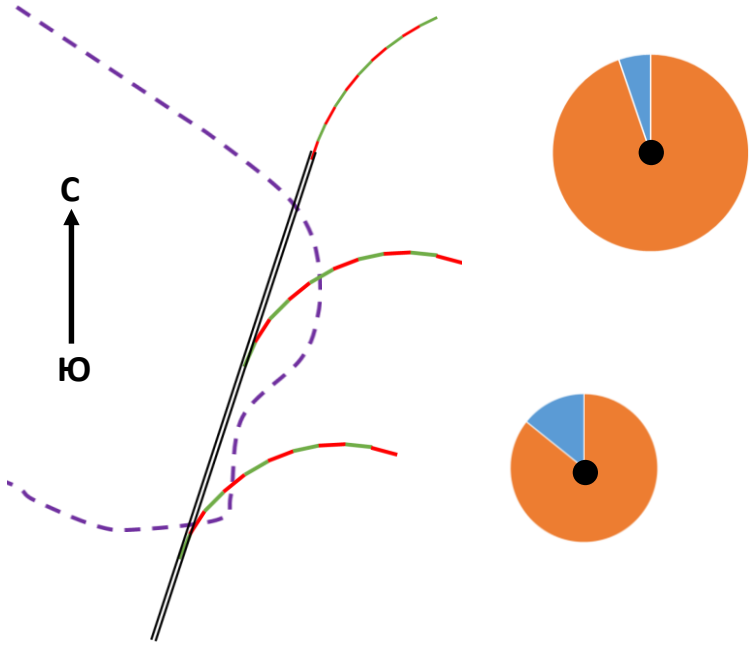

Рис. 2
4. Выход из зоны выклинивания пласта проводкой дополнительных стволов BV в направлении зон и интервалов повышенных ФЕС (рис.2)